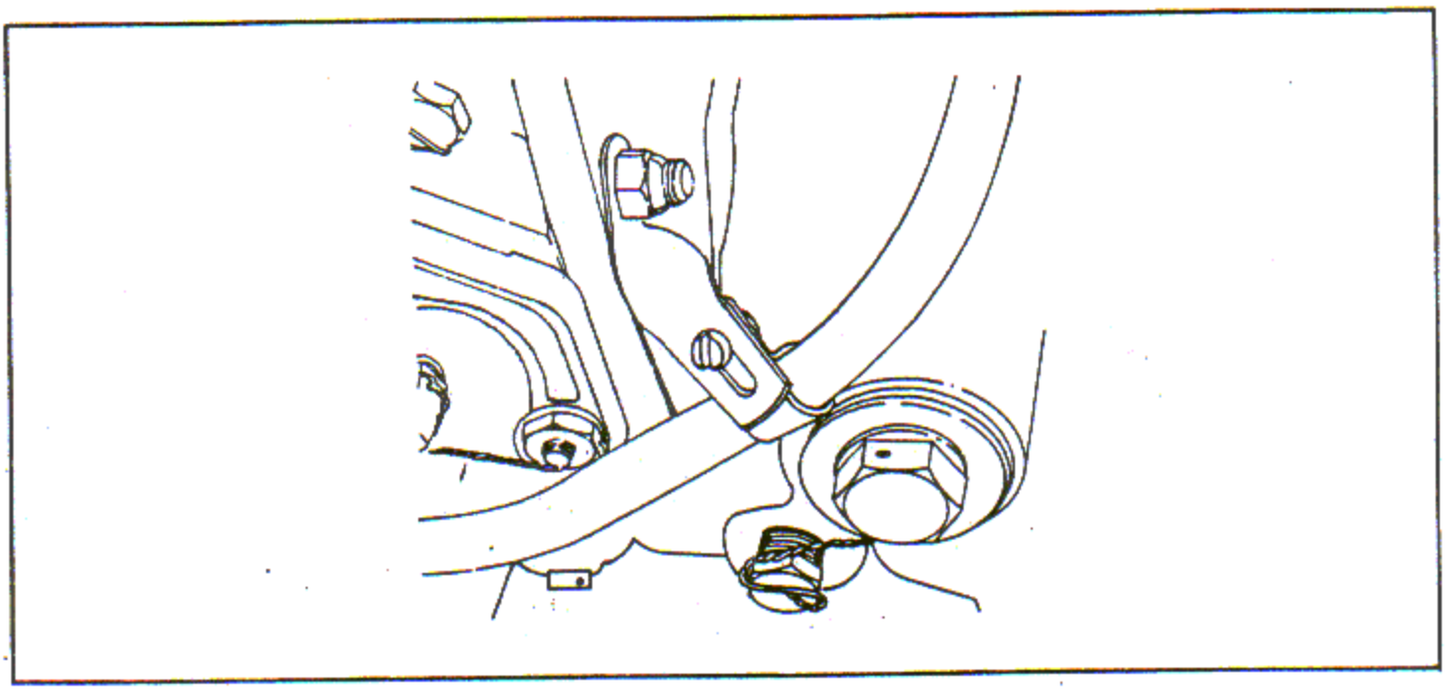

Figure 8-24. External Hydro-Oil Supply Rear Tube and Clamp
d. Install clamps on front and rear tubes and attach to their brackets. The rear tube clamp and bracket assembly is shown in figure 8-24.